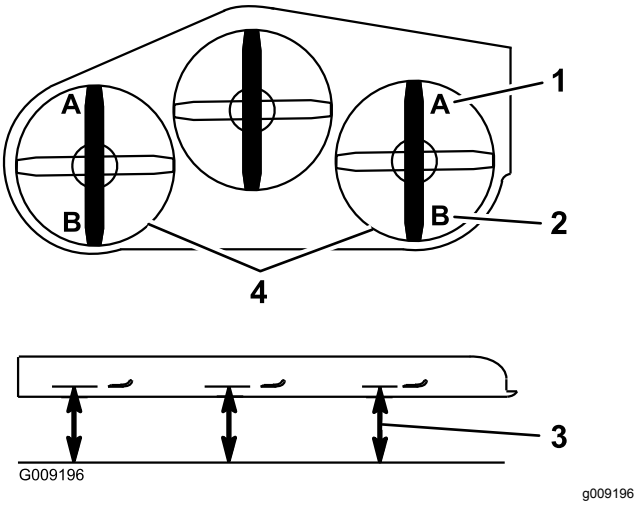

Figure 107
9. De chaque côté du plateau de coupe, mesurez la distance entre la surface plane et la pointe avant de la lame (position A), comme montré à la Figure 107.
15. De chaque côté du plateau de coupe, mesurez la distance entre la surface plane et la pointe arrière de la lame (position B), comme montré à la Figure 107.